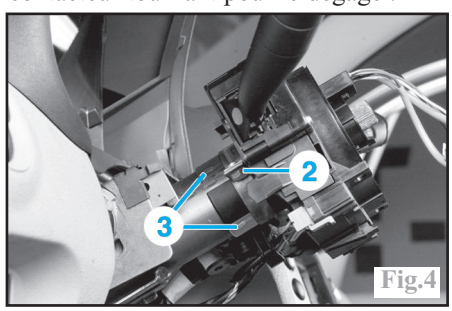

Fig.4
Desserrer la vis de fixation (2) du contacteur tournant (Fig.4).